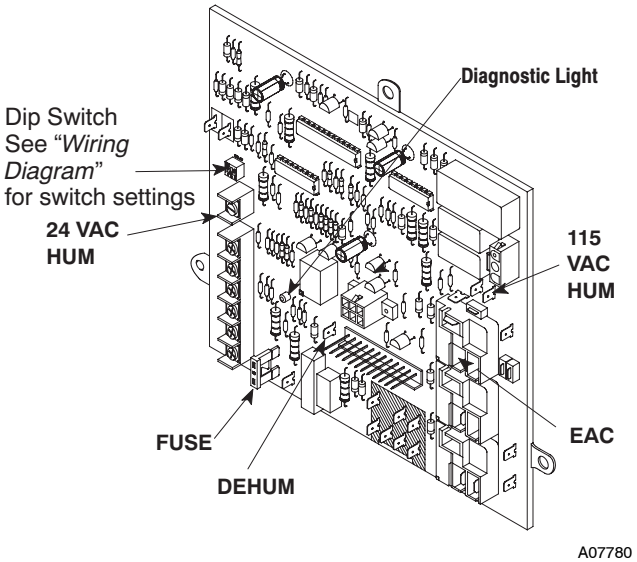

**Fig. 41 - Control Connections**
1. For side connections using a 16″ x 25″ (406.4 x 635.0 mm) filter, cut out the embossed area shown in Fig. 41. This will provide a $14^1/_2$″ x $22^1/_2$″ (368.3 x 571.5 mm) approximate opening.